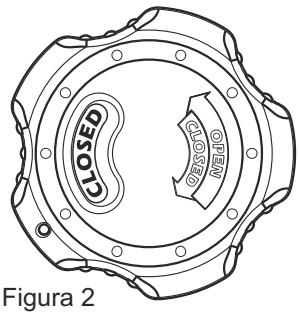

Figura 2
5.3 Montar el escudo exterior con el visor permitiendo la lectura **"CLOSED"**, figura 2.